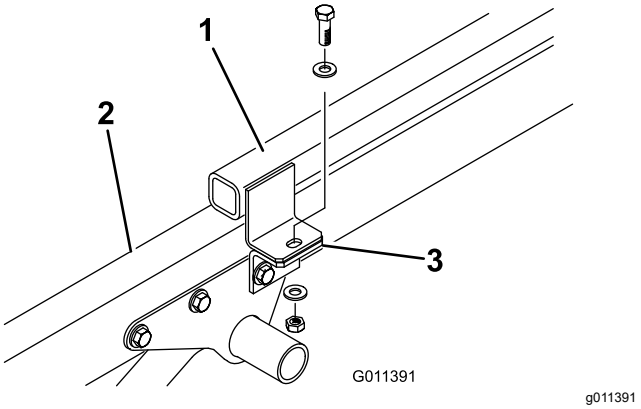

Figur 6
3. Fjern maskinskruen, de 2 flade spændeskiver og låsemøtrikken, der fastgør hvert redskabsbeslag til trækrammens tapper (Figur 6).